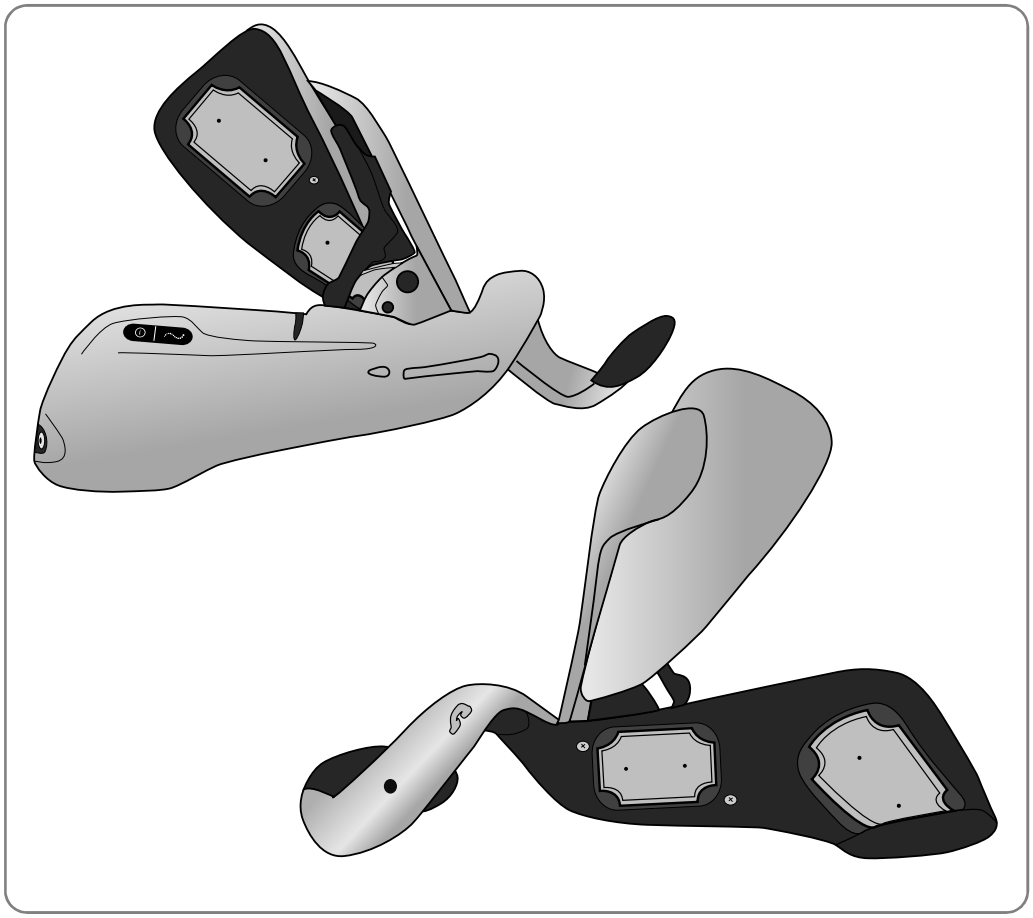

図 8-8：布製電極を装具に装着したところ
8. それぞれの布製電極が対応する電極ベースにしっかりと装着されていることを確認してください（図 8-8 を参照）。